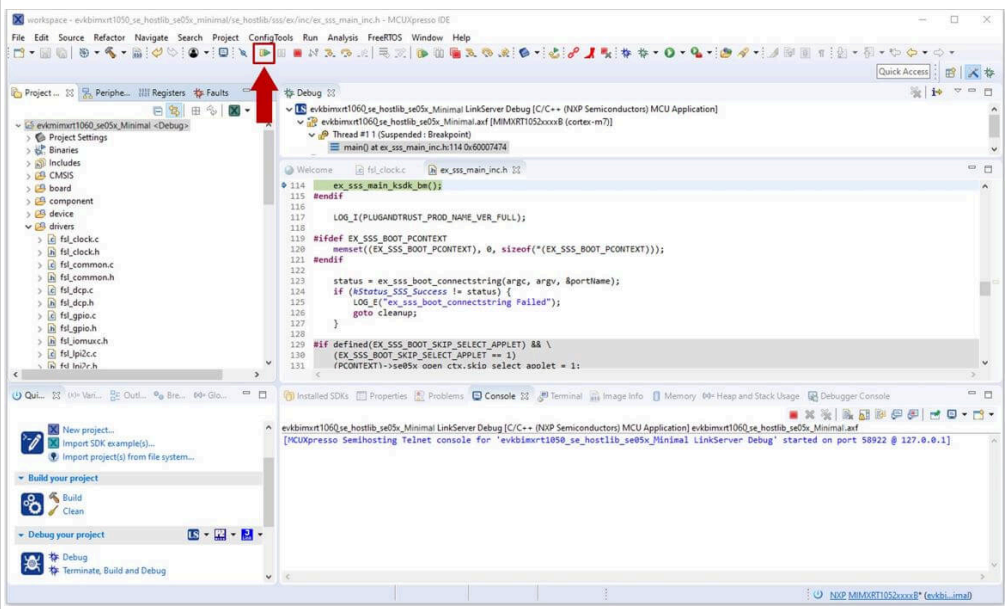

Figure 20. Run projects in MCUXpresso workspace
6. When the example executes, it will automatically stop in a breakpoint. Click on *Resume* to allow the software to continue its execution as shown in Figure 20: